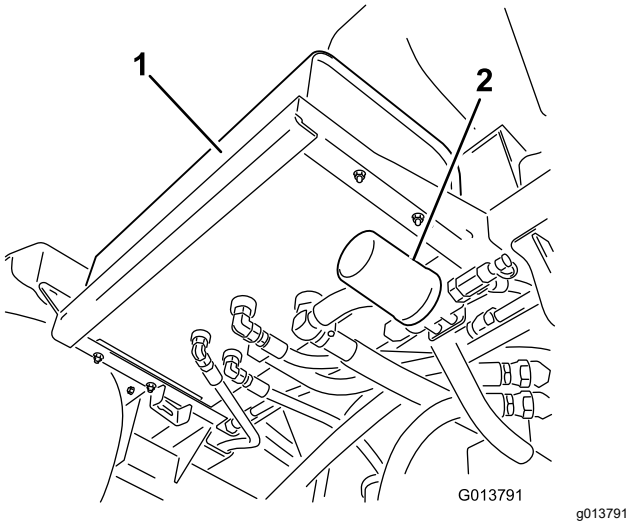
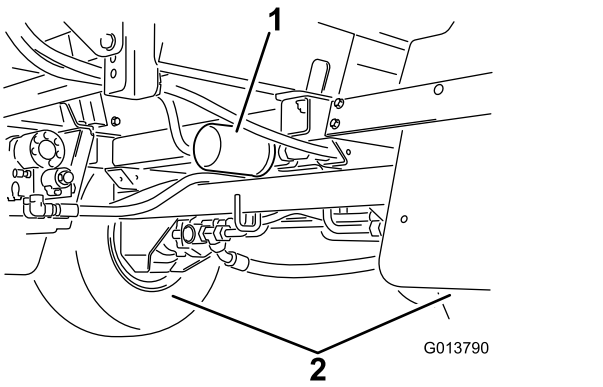

Bild 104
Bild 105
2. Ermitteln Sie die zwei Hydraulikfilter an der Maschine (Bild 104 und Bild 105).